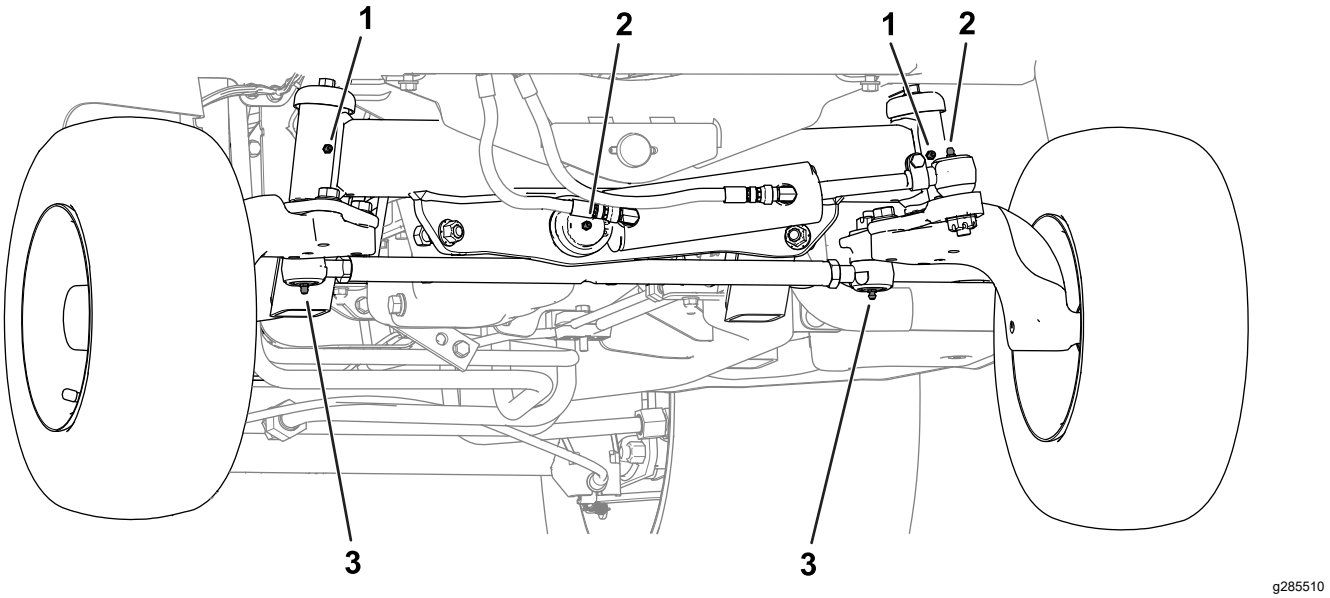

**Figuur 48**
- **Achterkant van de machine** (Figuur 48):
- Kogelverbinding van hydraulische cilinder (2)
- Asnaven (2)
- Uiteinden van spoorstang (2)